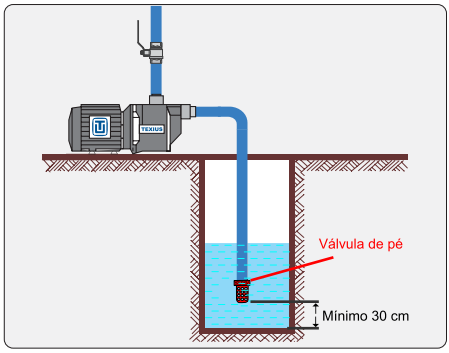

Figura 1
7.3 Quando a bomba for instalada acima do nível de captação, a tubulação de sucção deverá prever uma válvula de pé com crivo (válvula de fundo de poço). A válvula de pé manterá a bomba escorvada, ou seja, manterá a bomba e a tubulação de sucção preenchida com o líquido quando o sistema for interrompido (ver figura 1).
7.4 A válvula de pé deve ficar, pelo menos, 30 cm acima do fundo, no centro do poço ou cisterna e deve-se garantir uma coluna de água suficiente para que não entre ar pela mesma. (ver figura 1).